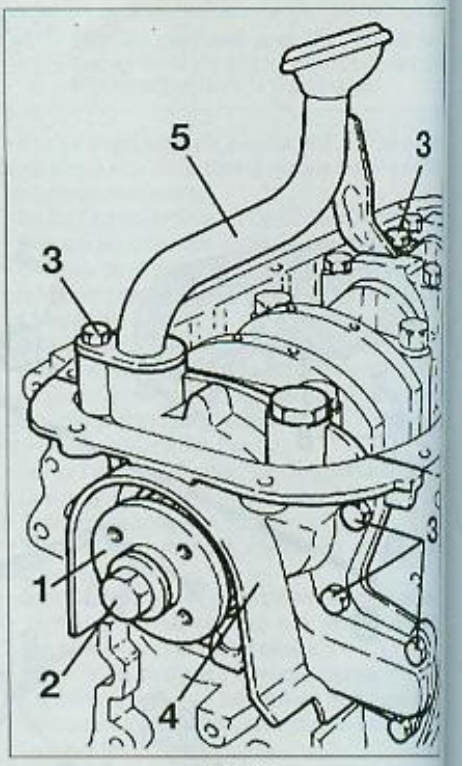

FIG. 18
• Déposer le pignon de vilebrequin (1) **(Fig.18)**.